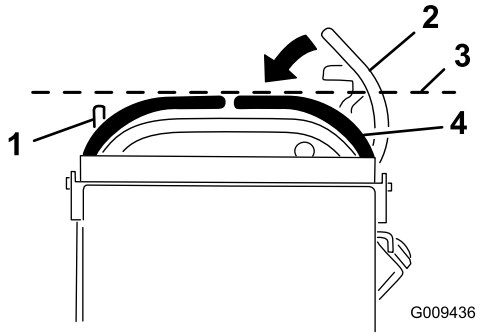

Figur 69
3. Skub højre bevægelseshåndtag ned og ud af den neutrale låseposition (Figur 69).
4. Kontroller, at det flugter vandret med venstre bevægelseshåndtag (Figur 69).